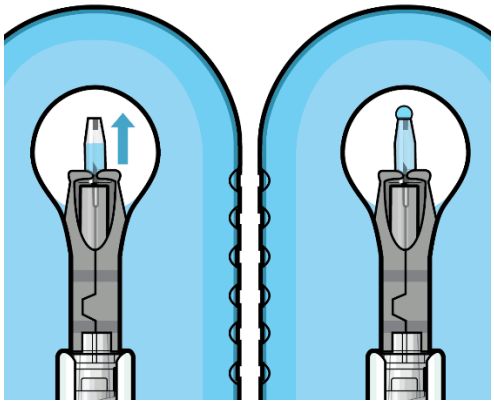

Figure 23
- Continue filling the implant until the implant is completely full of drug solution and all air has been expelled as evidenced by a dome of drug solution formed at the tip of the implant on the release control element (Figure 23).